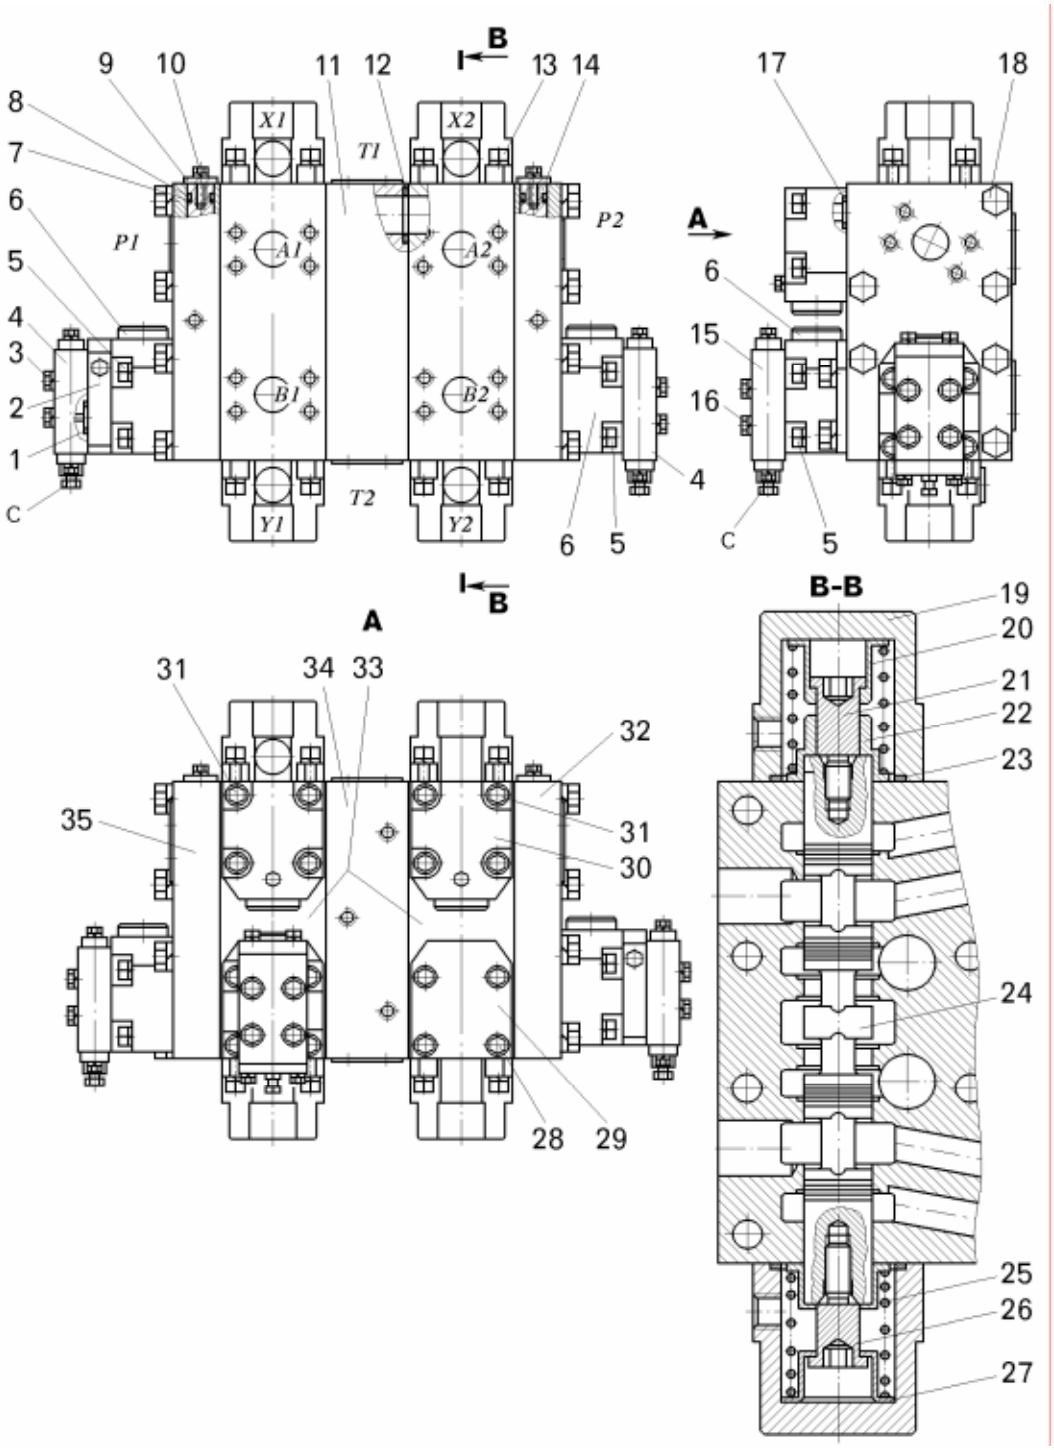

Рисунок 14.5 – Гидрораспределитель:
– отвернуть болты 28 и снять с корпуса крышку 29 (рисунок 14.5);